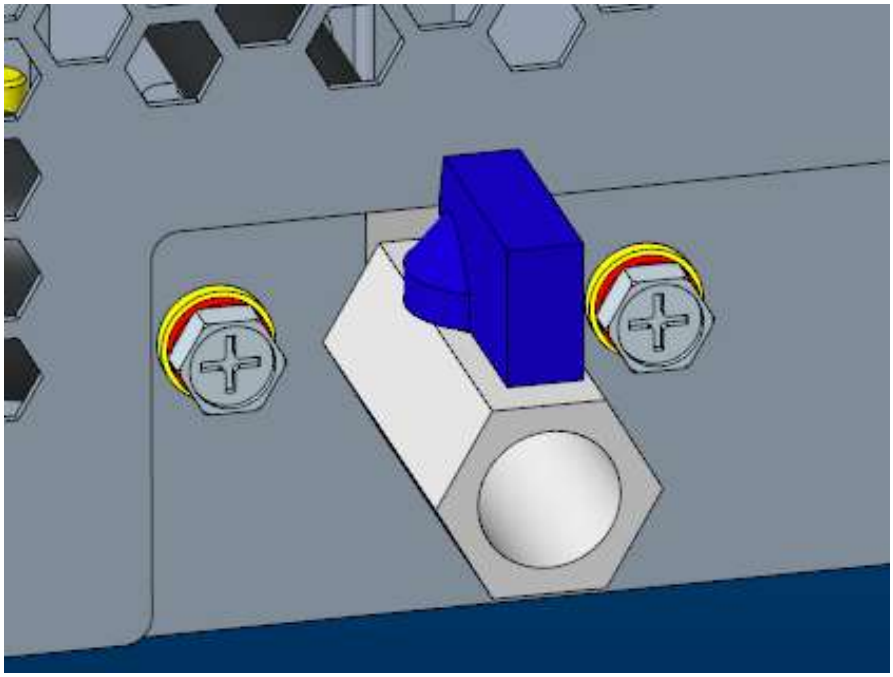

Figure 5-2 Schematic Diagram of the Charging Port
3) Loosen the automatic exhaust valves on the unit and the pipeline (a hose should be used for connection to avoid liquid splashing), find the charging port of the chiller unit and open the ball valve of the charging port, as shown in Figure 5-2.